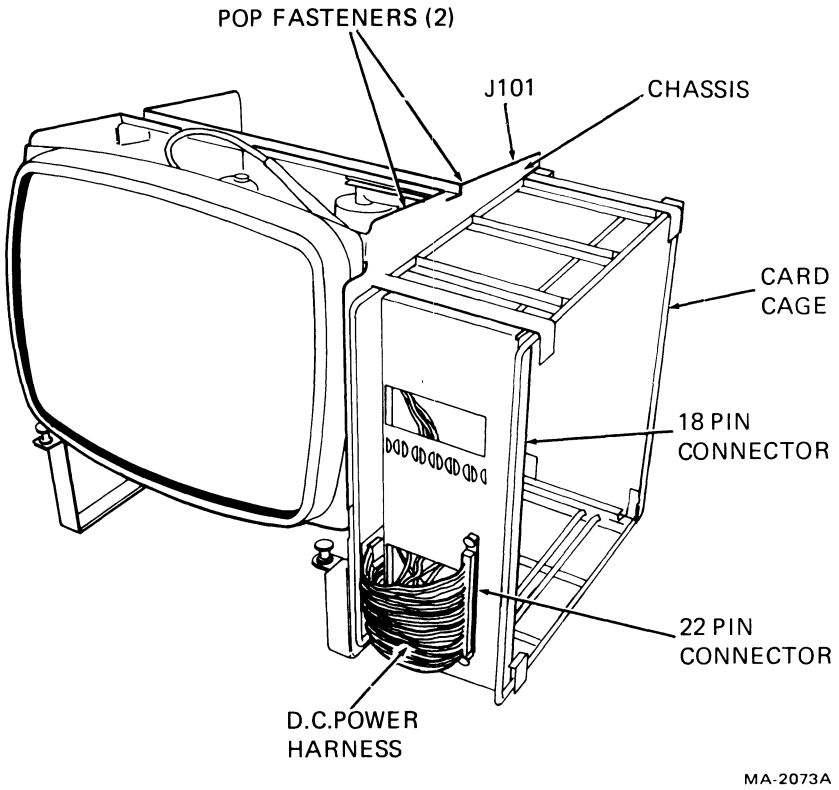

Figure 5-17 VT100 DC Power Harness Removal
6. Remove the card cage by releasing the two (2) pop fasteners holding the top of the card cage to the chassis. Tilt the card cage out slightly and lift the card cage out of the bottom holding clips.
8. Remove the two (2) fasteners holding the 22-pin edge connector to the card cage. Then remove the connector (Figure 5-17).
9. Remove the two (2) fasteners holding the 18-pin edge connector to the chassis and then remove the connector.